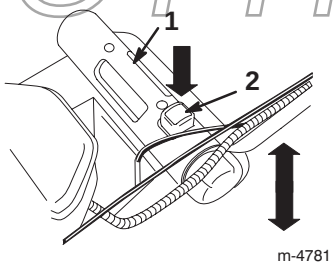

Bild 14
2. Drücken Sie die rote Taste und stellen Sie mit dem Schnitthöhen-Einstellgriff die Schnitthöhe höher oder niedriger (Bild 14).